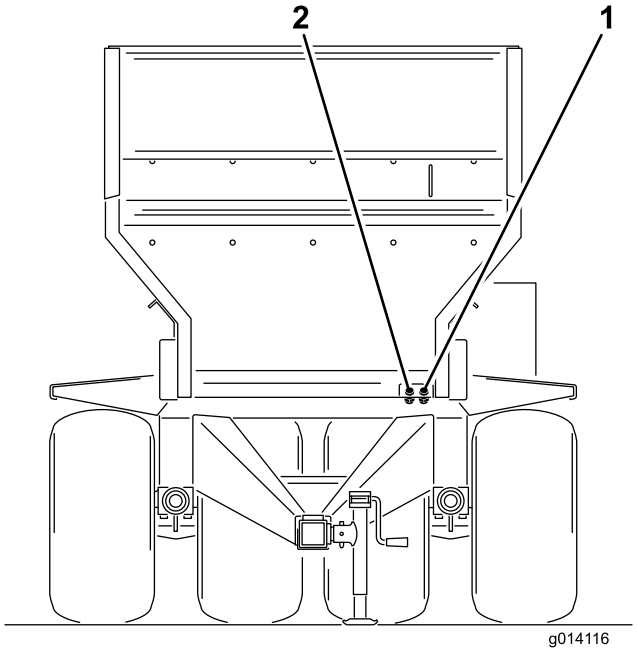

Figur 17
6. Tilkobl de to hydraulikslanger fra maskinen til bugseringskøretøjet. Stå mod maskinens forende, og tilkobl den højre slange til tryksiden og den venstre slange til retursiden (Figur 17). Returslangen har en envejs kontraventil på linje. Pilen på kontraventilen skal vende mod bugseringskøretøjets returkobling.